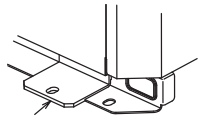

Рис. 3 (без съемной опоры)
④ Если болты крепления закручиваются после установки блока на основание, то используйте крепежные пластины (в комплект не входят). См. рис. 3 и 4.
⑤ Изолируйте отверстия, через которые в блок входят фреонопроводы и кабели, для исключения проникновения в блок мелких животных и воды, которые могут повредить компоненты блока.
⑥ При подключении фреонопроводов и кабелей снизу убедитесь, что они не мешают установочным элементам блока.
⑦ Следуйте дополнительным рекомендациям, приведенным в „Инструкции по установке".